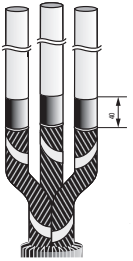

Рисунок 5
4.10 Удалить слой полупроводящего экрана с каждой жилы кабеля, оставив участок экрана на длине 40 мм от места отгиба проволок экрана. После удаления экрана поверхность полиэтиленовой изоляции должна быть гладкой, без бугров, заусенцев и частиц экрана. Недостатки на поверхности полиэтиленовой изоляции устранить наждачной бумагой. Поверхность изоляции жилы очистить салфеткой, смоченной в бензине или растворителе (рисунок 5).